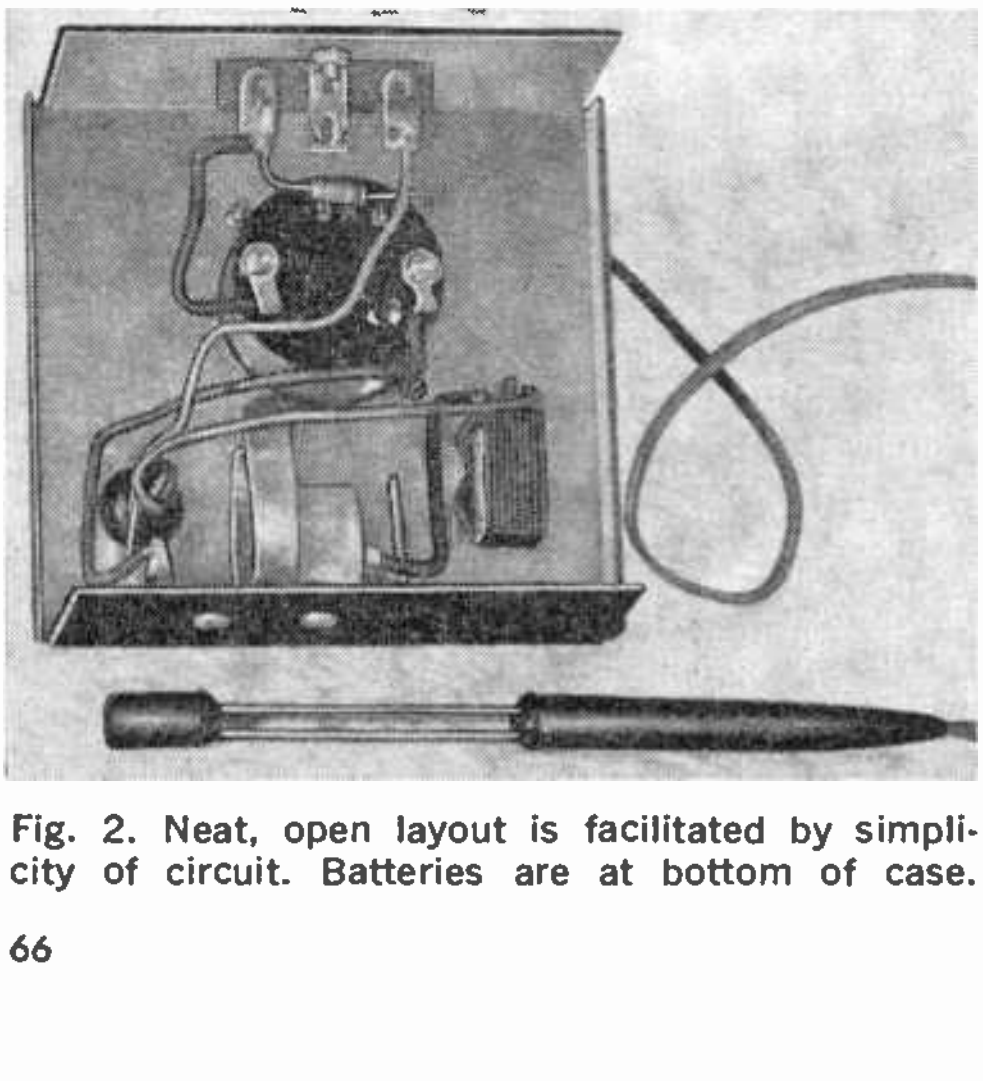

Fig. 2. Neat, open layout is facilitated by simplicity of circuit. Batteries are at bottom of case.
**The first step** in assembling the wash tester is to machine the chassis box. Then mount the meter movement, power switch, terminal strip, battery holder, and rubber grommet as shown in Fig. 2.